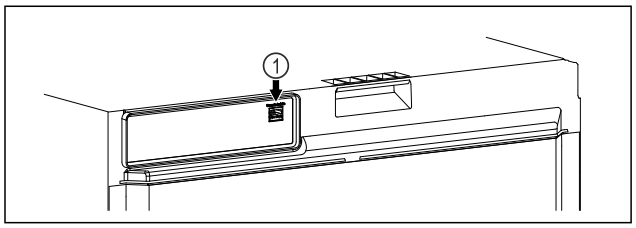

Fig. 112
- ❑ SmartModule *Fig. 112 (1)* este instalat.